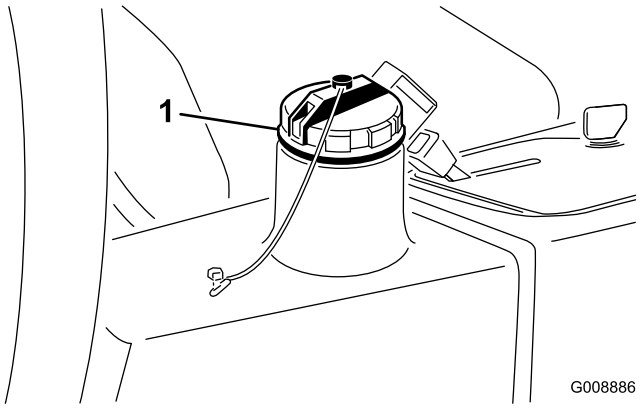

**Figur 58**
3. Fyll tanken (Figur 58) med ca 22,7 liter hydraulvätska; se avsnittet Kontrollera hydraulsystemet.